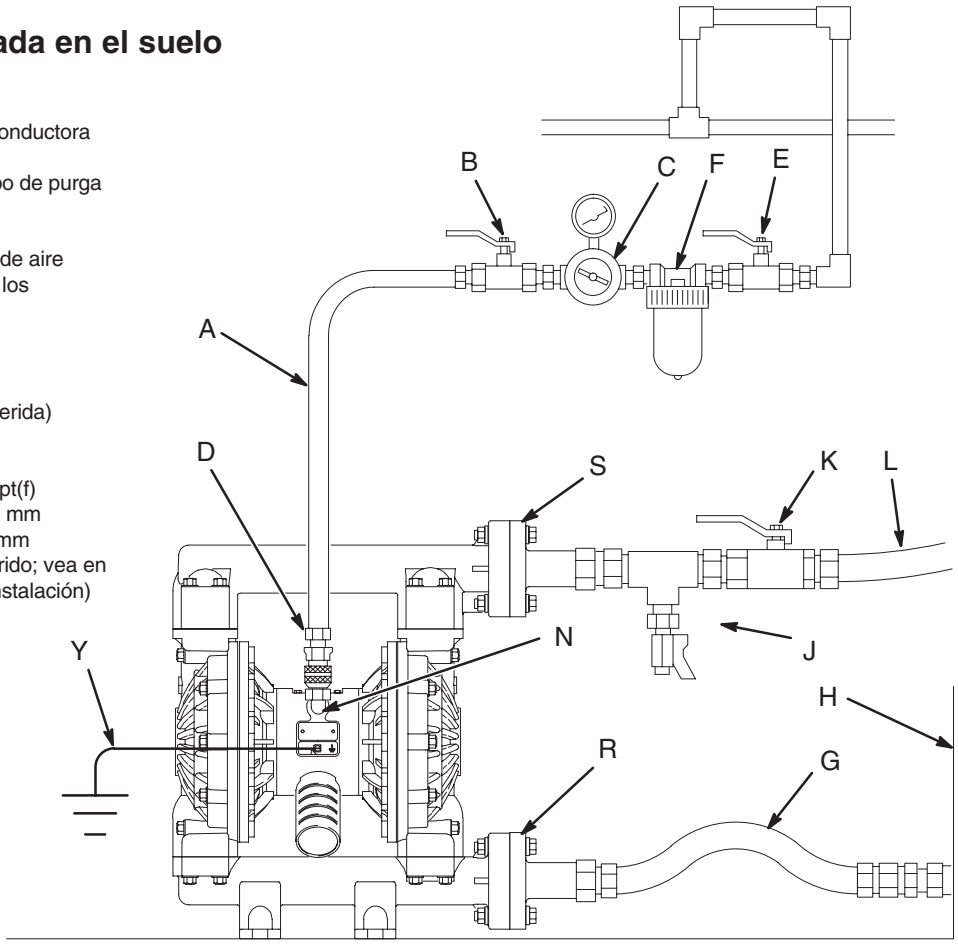

Fig. 2
- La instalación típica, mostrada en la Fig. 2, se ofrece sólo como guía para la selección y la instalación de los componentes del sistema. Contacte con su distribuidor Graco o con el servicio de asistencia técnica Graco para obtener información y ayuda para planificar un sistema adecuado para sus necesidades personales.
Se requiere el uso de una válvula neumática principal de tipo de purga (B) en el sistema para liberar el aire atrapado entre esta válvula y la bomba. El aire atrapado puede hacer que la bomba gire de forma accidental, lo que puede provocar serios daños, así como la entrada de fluido en los ojos o contacto con la piel, daños producidos por las piezas en movimiento y contaminación de fluidos peligrosos. Consulte la Fig. 2.
1. Instale los accesorios de la tubería de aire como se muestra en la Fig. 2. Monte estos accesorios en la pared o en una abrazadera. Asegúrese de que la tubería de aire conectada a los accesorios es conductora eléctricamente.
a. Instale un regulador de aire (C) y un manómetro para controlar la presión del fluido. La presión de salida del fluido será igual al valor del regulador de aire.
b. Localice una válvula neumática principal de tipo de purga (B) cerca de la bomba y utilícela para liberar el aire atrapado. Consulte la **ADVERTENCIA** adjunta. Localice la otra válvula neumática principal (E) corriente arriba de todos los accesorios de la tubería de aire y utilícela para aislarlos durante las operaciones de limpieza y reparación.
c. El filtro de la tubería de aire (F) elimina la suciedad y la humedad perjudiciales del suministro de aire a presión.
2. Instale una manguera de aire flexible conductora eléctricamente (A) entre los accesorios y la entrada de aire (N) de la bomba de 1/2 npt(f). Consulte la Fig. 2. Utilice una manguera de aire de un mínimo de 13 mm (1/2”) de diámetro interno.
3. Enrosque un acoplamiento de línea de aire de desconexión rápida (D) en el extremo de la manguera de aire (A); cerciórese de que la salida del acoplamiento es lo suficientemente grande como para no causar restricciones en el flujo de aire, lo que afectaría al rendimiento de la bomba. Enrosque holgadamente el racor complementario en la entrada de aire de la bomba. No conecte el acoplamiento (D) al racor hasta que esté listo para poner en marcha la bomba.
LEYENDA PARA LA FIG. 2
Se requiere el uso de una válvula de drenaje del fluido (J) para liberar la presión de la manguera cuando está conectada. La válvula de drenaje reduce el riesgo de que se produzcan serios daños, como la entrada de fluido en los ojos o el contacto con la piel, o la contaminación de fluidos peligrosos cuando se libera la presión. Instale la válvula cerca de la salida de fluido de la bomba. Consulte la Fig. 2.
1. La salida del fluido de la bomba (S) es una brida de superficie en relieve de 25–12 mm. Consulte la sección **Conexiones de las bridas** en la página 8.
2. Instale una válvula de drenaje del fluido (J) cerca de la salida del fluido. Consulte la **ADVERTENCIA** anterior.
3. Instale una válvula de cierre (K) en la tubería de salida del fluido.